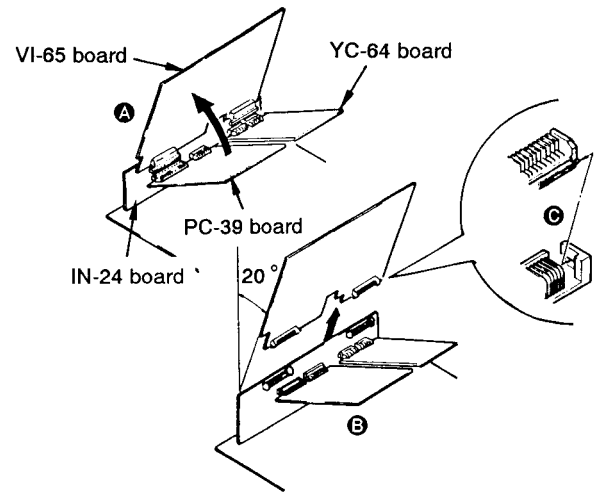

Fig. 3-3.
1) Stand the VI-65 board as shown in Fig. 3-3. Ⓐ.
2) As shown in Fig. 3-3. Ⓑ, pull out the VI-65 board at a 20° angle from the IN-24 board.
4) To reinstall the board, align the connectors as shown in Fig. 3-3. Ⓒ, then insert the board.